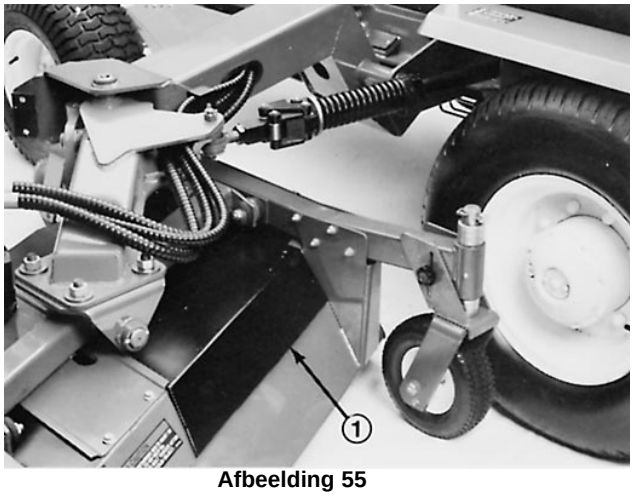

Afbeelding 55
2. Verwijder de binnenkap van de schijf van het maaidek (Afb. 55).